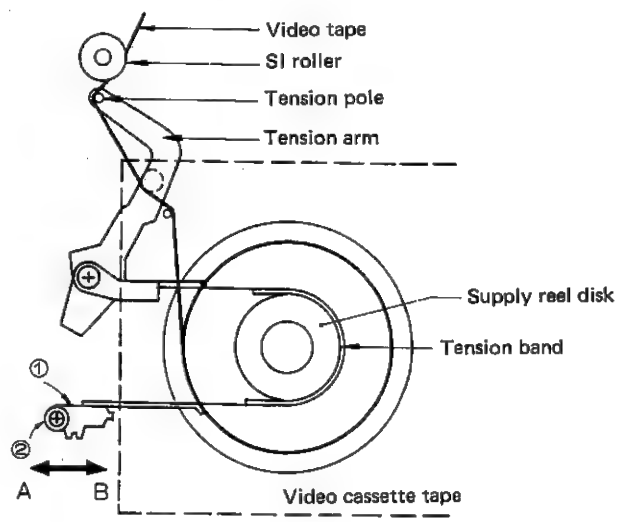

Figure 20.
1. If the distance between the tension pole and supply impedance roller, measured at their centers, is smaller than 0.5 mm, move tension band adjusting angle ① in the direction of B (see Figure 20) then tighten screw ② .
2. If the distance between the tension pole and supply impedance roller, measured at their centers, is greater than 1.0 mm, move tension band adjusting angle ① in the direction of A (see Figure 20) then tighten screw ② .